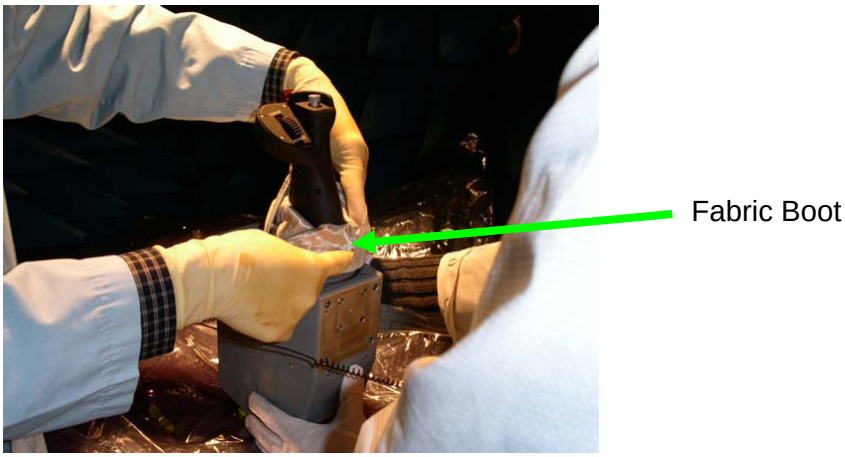

Figure 12.- Fabric Boot Folded Over Dust Boot.
4.4 Fold Fabric Boot down over Upper Clamp to cover entire dust boot. Refer to Figure 12.